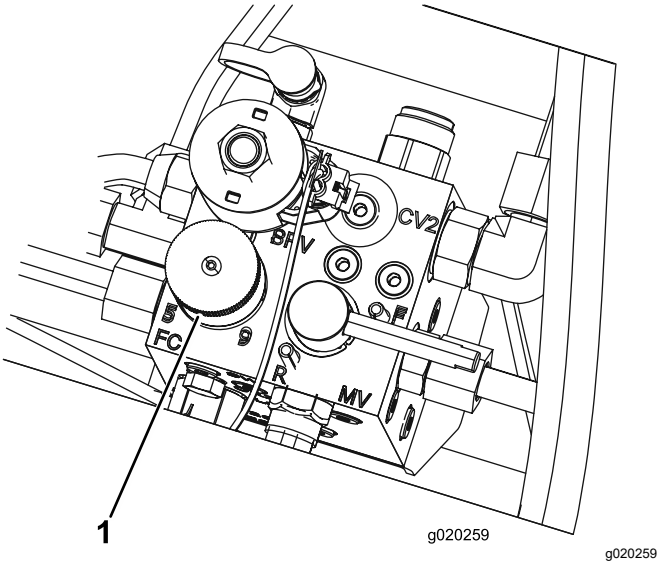

Figur 34
4. Knivcylinderens hastighed indstilles ved at dreje på knappen (Figur 34), indtil indikatorpilen står ud for det tal, der angiver den ønskede indstilling.